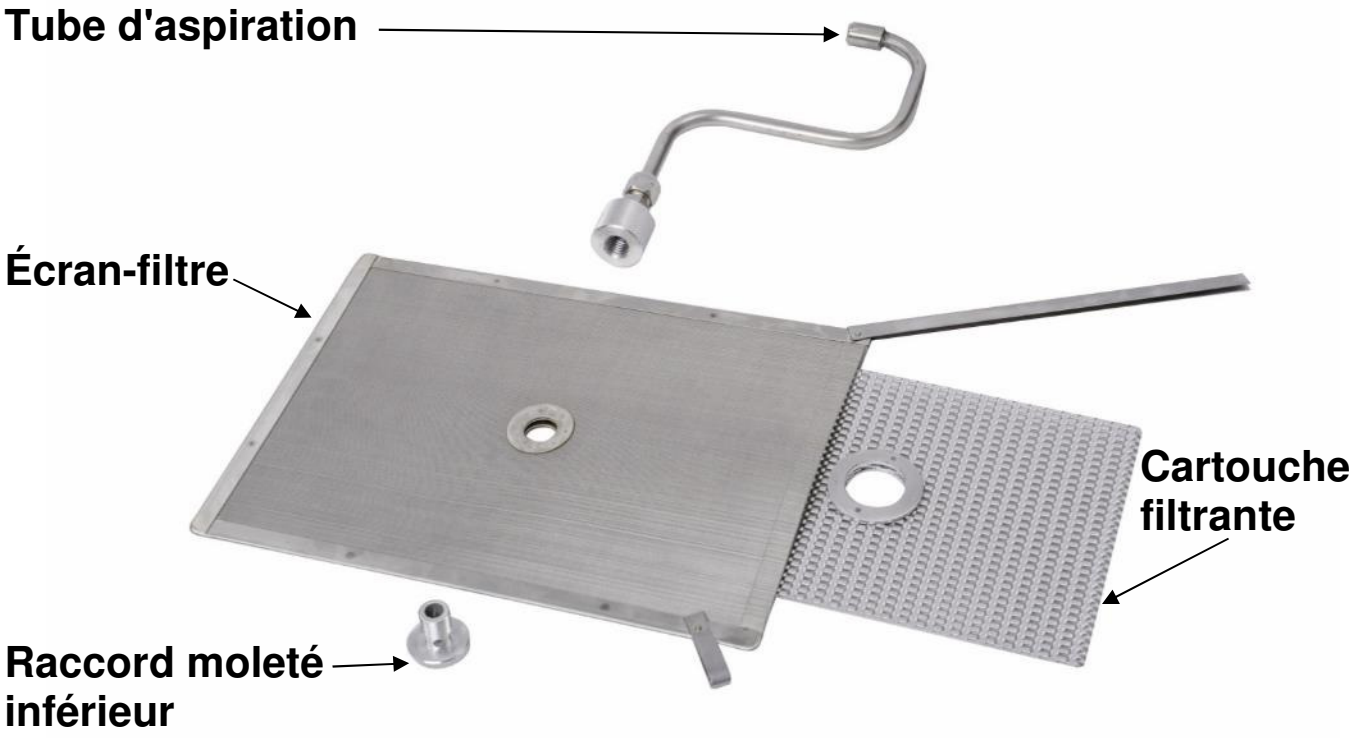

Fig. 1
- Alignez avec soin la buse du tube d'aspiration pour l'accoupler avec le bloc-prise d'huile fixé au châssis de la batterie de friteuses. Fermez le tiroir. Voir les Figures 1, 2, 3 et 4.